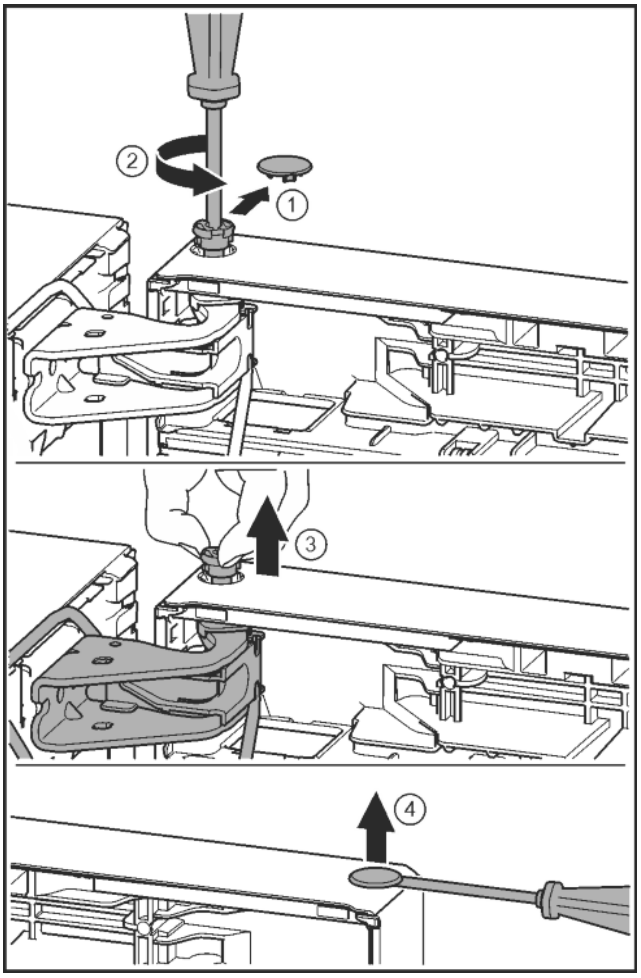

Fig. 26
▶ Enlever délicatement le cache de sécurité. *Fig. 26 (1)*
▶ Dévisser légèrement le boulon avec un tournevis T15. *Fig. 26 (2)*
▶ Tenir fermement la porte et sortir le boulon avec les doigts. *Fig. 26 (3)*
▶ Soulever délicatement le bouchon en dehors de la douille de palier de porte avec un tournevis plat et le sortir. *Fig. 26 (4)*